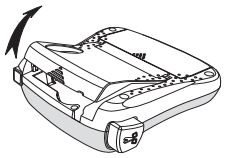

Figur 3
1. Løft dækslet over kassetterummet for at åbne taperummet. Se figur 3.